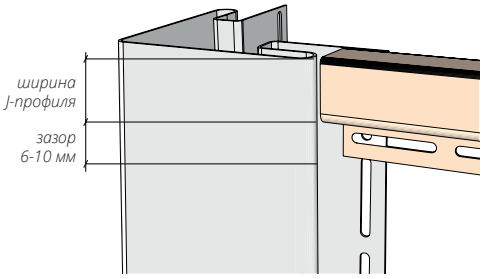

Рисунок 22
12.5 На тыльной части угла делаем вырез равный ширине лицевой планки J–профиля, плюс зазор 6-10 мм (рис. 22, 23).